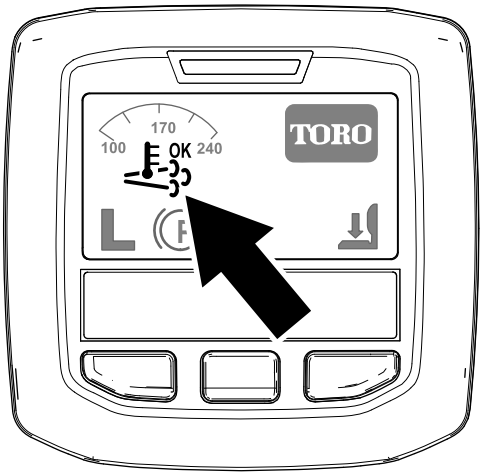

Figuur 38
- Het pictogram ondersteunde/reset regeneratie verschijnt op het InfoCenter (Figuur 38).